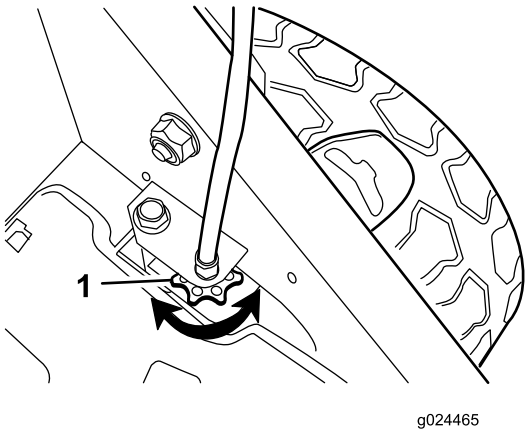

Figur 22
- Om hjulen inte snurrar när du drar in självdrivningsstången är drivremmen för lös. Rotera hjuldrivningsreglageratten (Figur 22) ett varv medsols och upprepa stegen 3 till 5.
- Om hjulen snurrar innan du har dragit in självdrivningsstången helt, är drivremmen för hårt spänd. Rotera hjuldrivningsreglageratten (Figur 22) ett varv motsols och upprepa stegen 3 till 5.